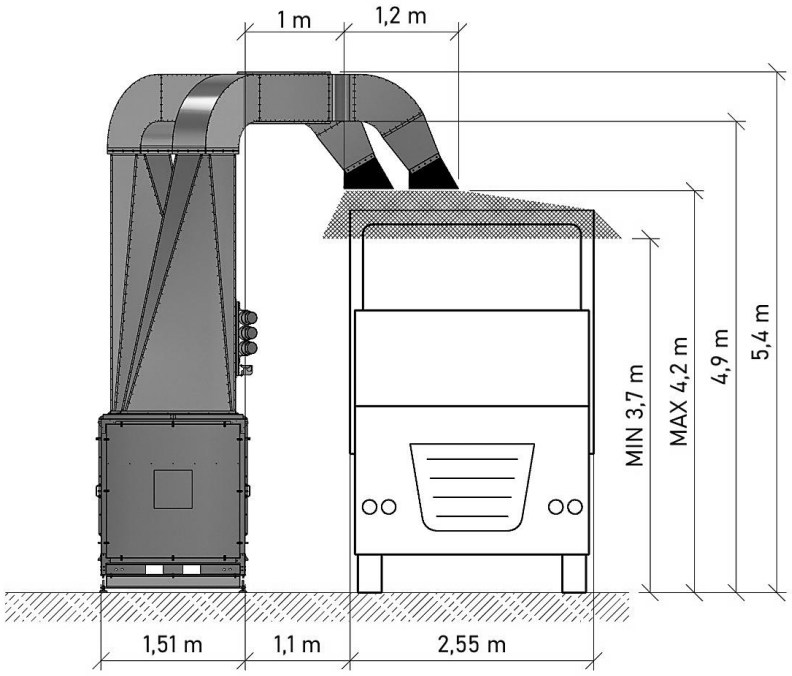
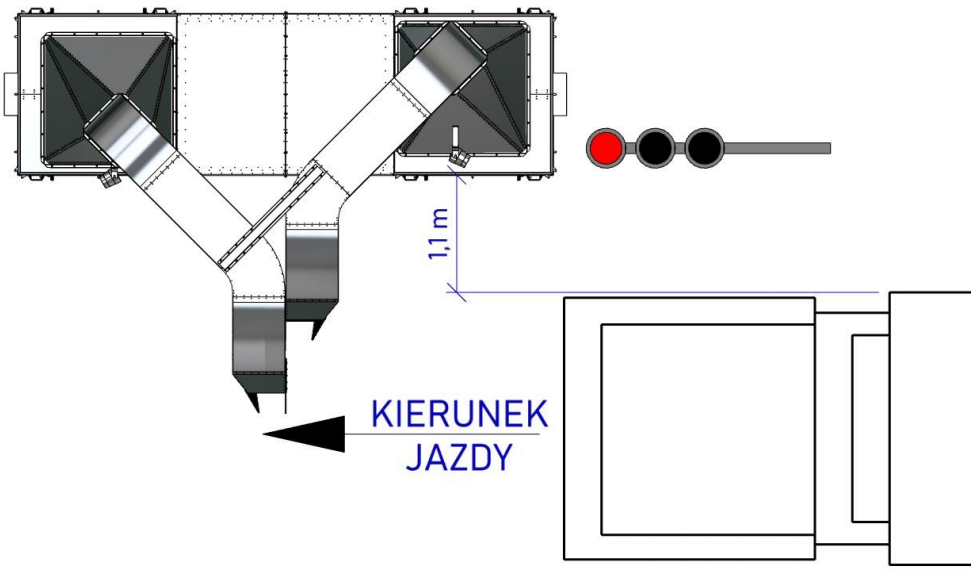

Rysunek 8-8
Rysunek 8-9
A. Przygotuj pojazd do oczyszczania i podjedź do urządzenia. Zachowaj odstęp od **brzegu urządzenia ok.1,1 m**. Zatrzymaj się kabiną kilka metrów od dysz tak, aby widzieć sygnalizator – patrz **Rysunek 8-8** i **Rysunek 8-9 poniżej**.